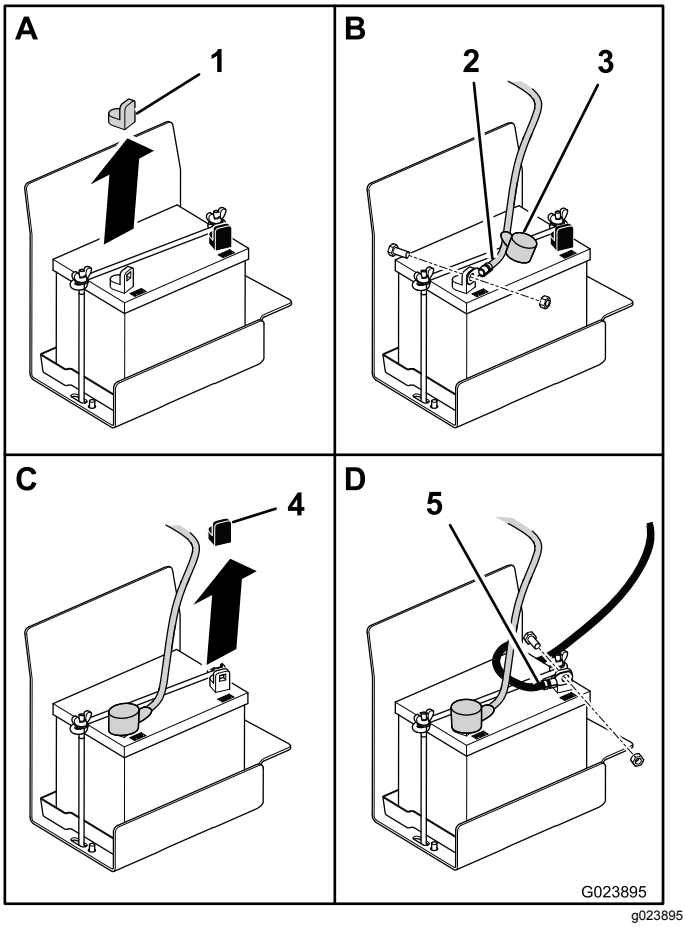

**Рисунок 5**
2. Снимите красную пластиковую крышку с положительной клеммы аккумулятора (Рисунок 5).